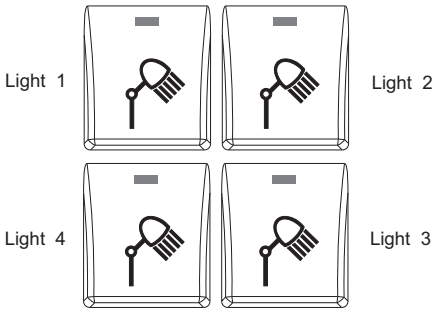

Figure 3-47. Light Fixture ON-OFF Buttons
12. See *Figure 3-47*. Switch lights ON (I) by pressing the light ON-OFF buttons.